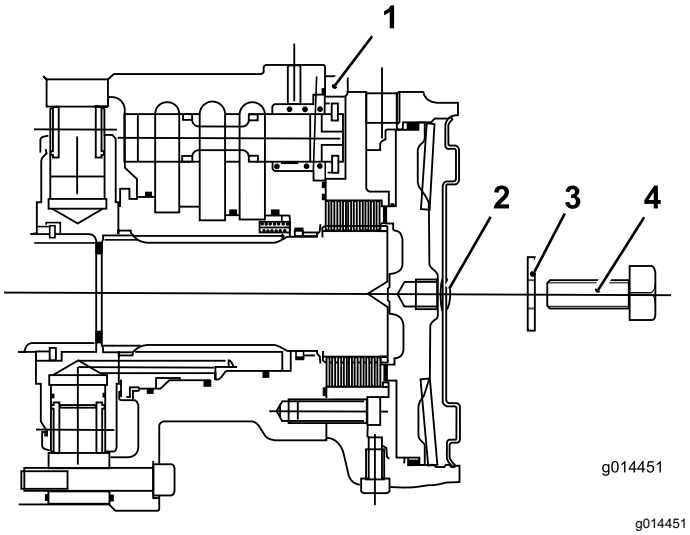

Рисунок 42
6. Заверните болт 12 x 40 мм с шайбой 12 мм в отверстие в центре торцевой пластины мотора (Рисунок 42).
7. Заворачивайте болт в резьбовое отверстие поршня тормоза до тех пор, пока тормоз не будет отпущен (Рисунок 42).